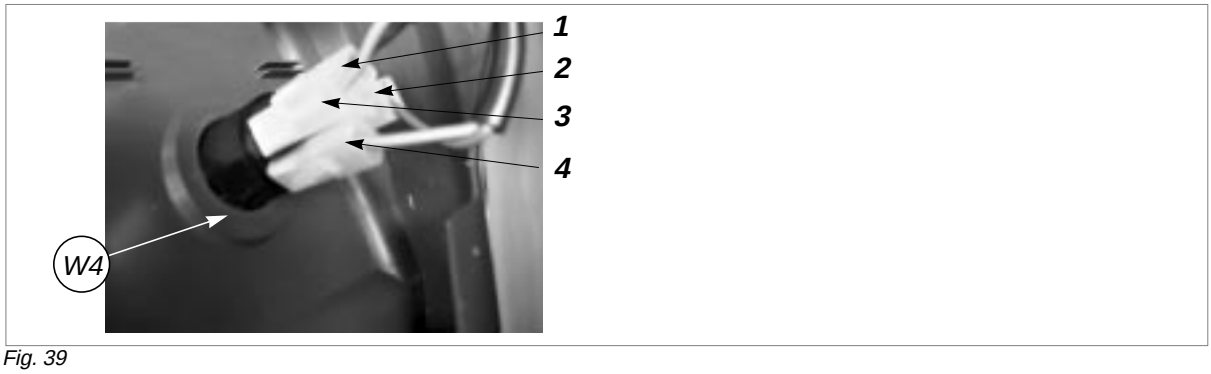

Fig. 39
10) Remove the connectors (1, 2, 3, 4), paying attention to their positions (fig. 39, page 28).